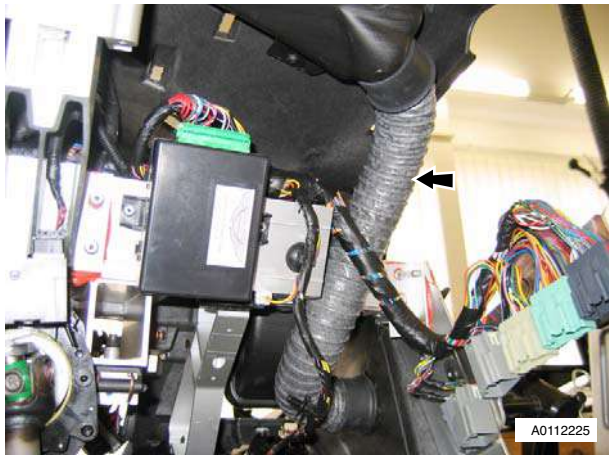

Figure 5
9. Remove side demist ducts (see Figure 5).